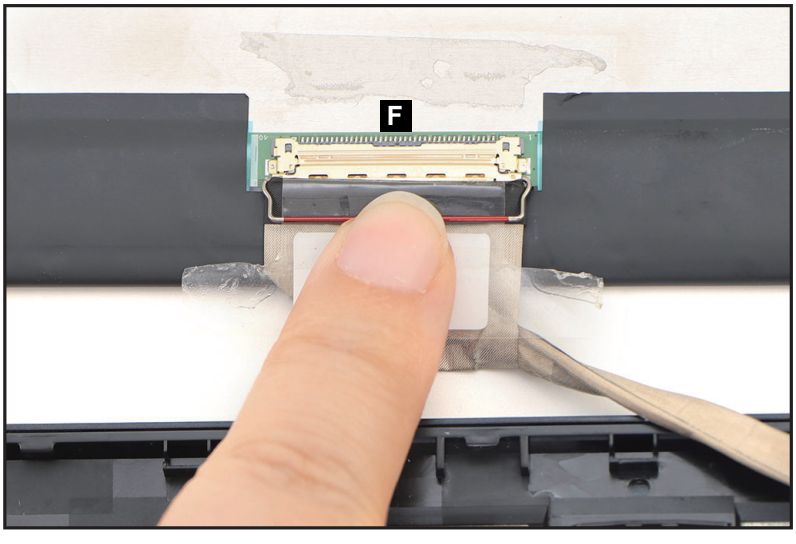

Figure 1-61. LCD Panel Removal
5. Disconnect the LCD cable from the LCD panel connector (F) (Figure 1-61). Then remove the LCD panel.